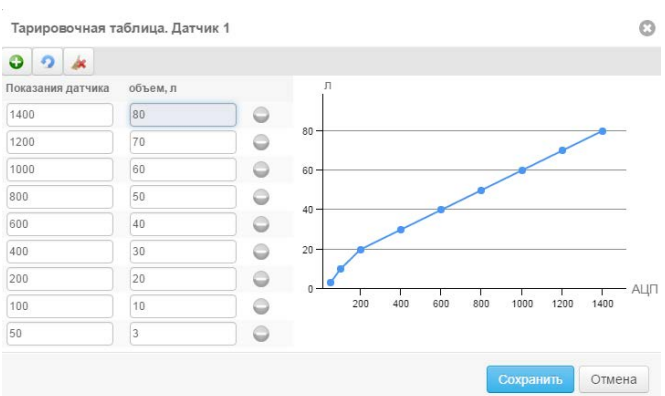

Figure 59. Calibration table
6. Fill out the calibration table with the values gathered (please see a filled example of the table in Figure 59).